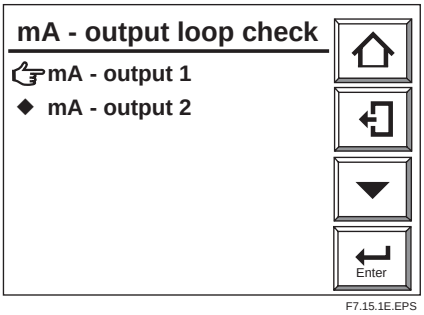

Figure 7.15.1 “mA-output loop check” Panel Display
(1) Press the Setup key on the basic panel display to display the Execution/Setup display. Then select Maintenance in the Execution/Setup display.
(2) Select “mA-output loop check” in the Maintenance panel display to display the “mA-output loop check” display, enabling you to check “mA-output1” and “mA-output2.” Select the desired output terminal for current-loop checking (see Figure 7.15.1).
(3) At the time of entering the numeric-data entry display, the output current will change to 4 mA (default value). If the desired current is entered, the corresponding output will be provided.